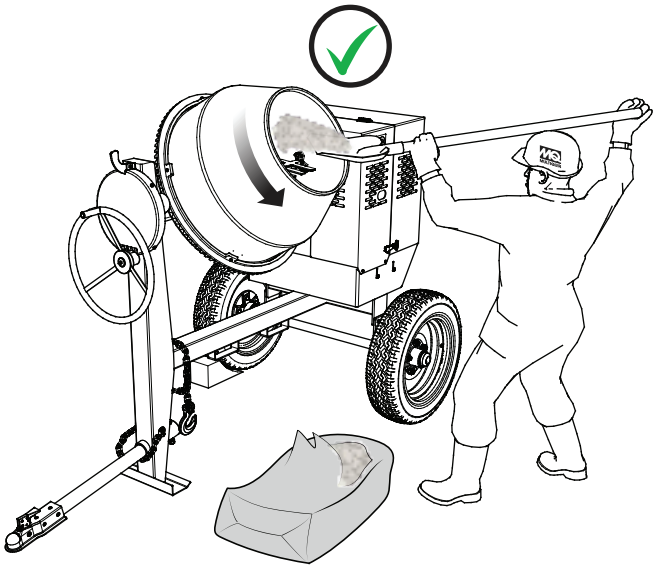

Figure 24. Remplissage du tambour de mélange (CORRECT)
2. Pendant que le tambour tourne, utiliser une pelle (Figure 24) pour placer le mélange de ciment à l'intérieur du tambour, ajouter de l'eau si nécessaire. Veillez à ne placer que la pointe de la pelle à l'intérieur du tambour.